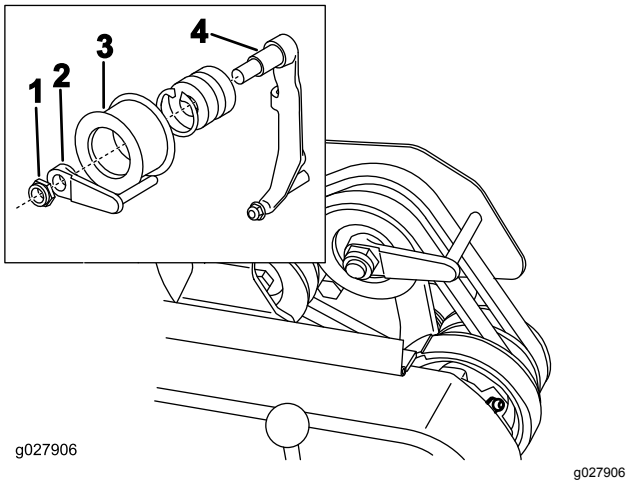

Rysunek 47
8. Aby móc łatwiej popchnąć lub pociągnąć urządzenie bez uruchamiania silnika, wyreguluj prowadnicę paska (Rysunek 47, odsadzenie) w sposób następujący: